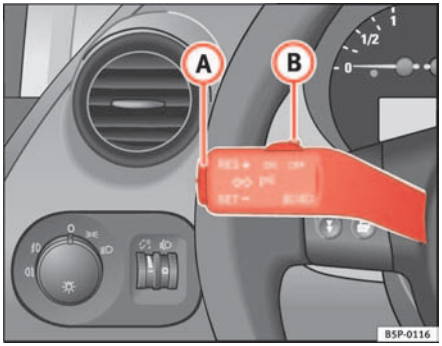

Fig. 141 Turn signal and main beam lever: Switch and rocker switch for CCS
– Push the switch ⇒ fig. 141 (B) to the left to **ON**.